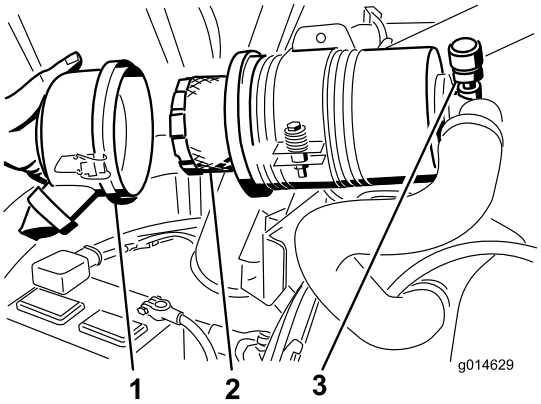

Figur 50
3. Ta bort och byt ut filtret (Figur 50).